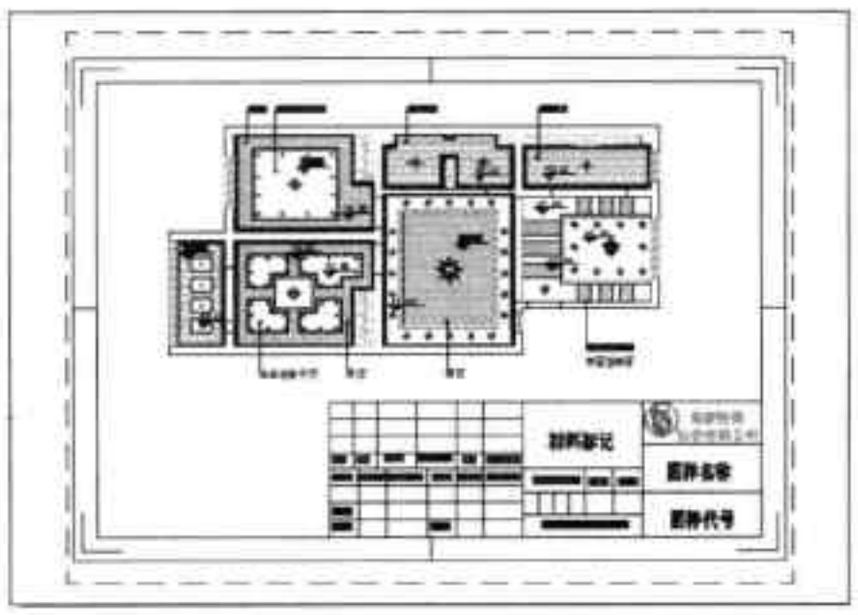

图2-57 完成视口操作
Step 09 在布局视图中，单击视图空白处，即可完成视口图形操作，如图 2-57 所示。